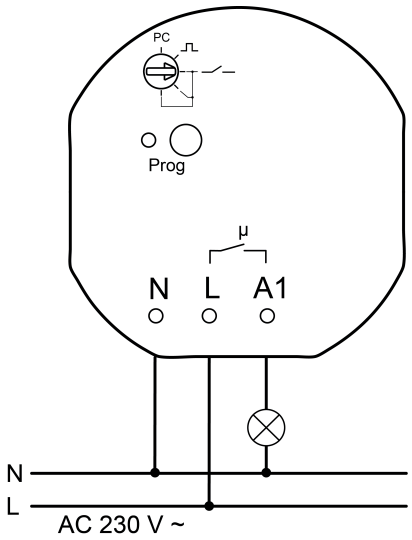
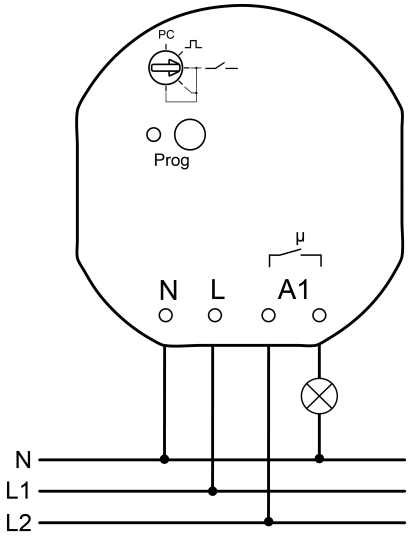

Bilde 3: Tilkoblingseksempel radiostyring-kobling-/tastaktuator
Bilde 4: Tilkoblingseksempel radiostyring-kobling-/tastaktuator potensialfri
- Koble til last i henhold til tilkoblingseksemplet (bilde 3) eller (bilde 4).